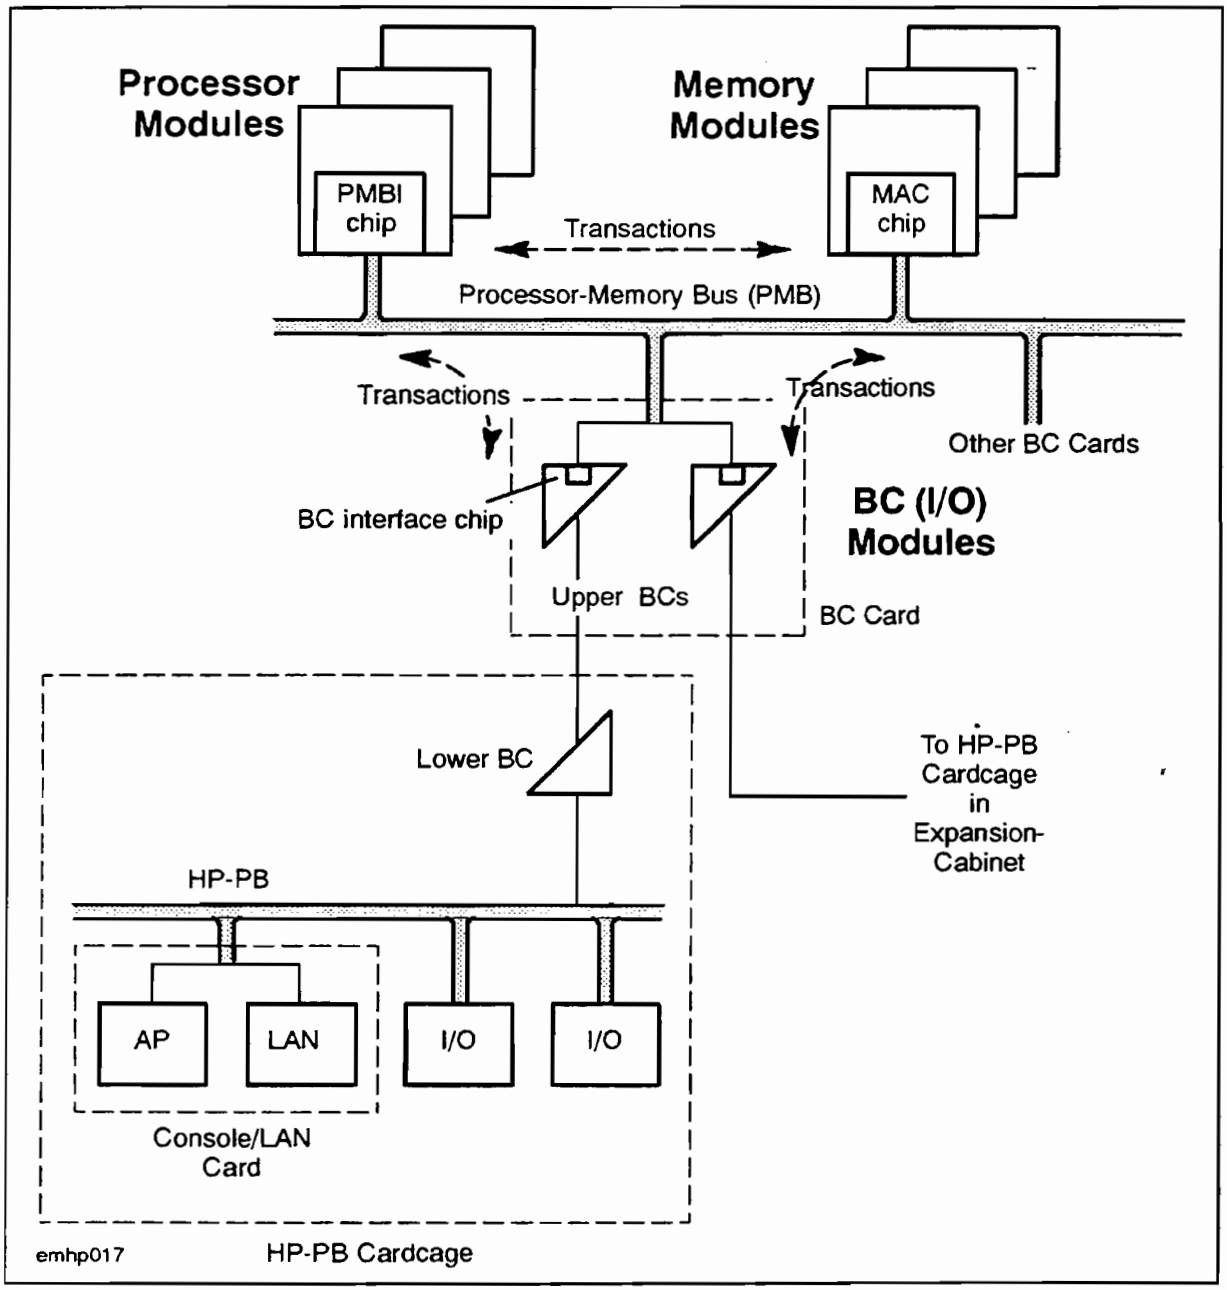

Figure 5-5. Processors, Memory, and I/O on the PMB
To understand how HPMCs are detected and reported on the x9x Family, let's review the x9x Family architecture. See Figure 5-5. Like other PA-RISC systems, x9x Family systems are based on the idea of modules (such as processors and memory) communicating over system buses. On the x9x Family, the central bus is the Processor-Memory Bus (PMB). Connected to the PMB are processor modules, memory modules and bus converter (BC) modules.
The PMB Interface (PMBI) chip serves as the interface between a processor module and the PMB bus (see Figure 5-5). After an HPMC. troubleshooting information is stored in the status register on the PMBI chip for a processor detecting an error. The first step in decoding HPMCs is usually to look at the last several digits of this register.